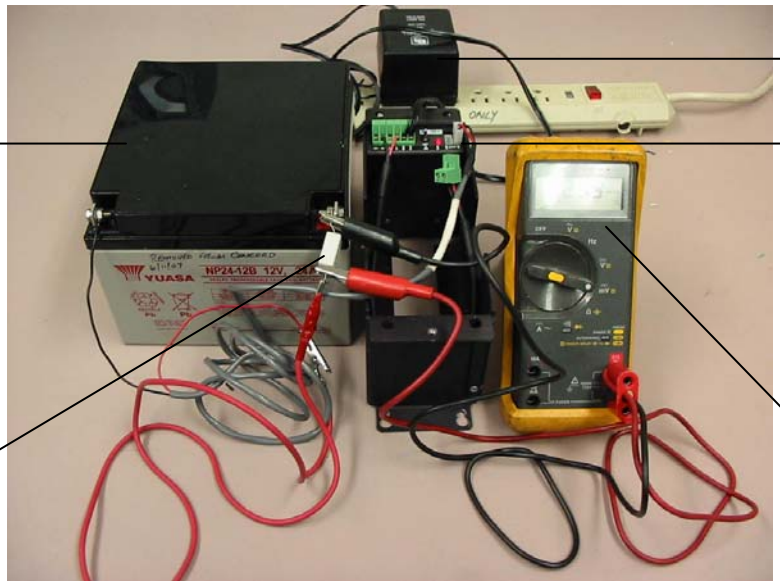

Figure 1: Charging Setup
3. If the battery was taken from a solar site, fully charge the battery (Figure 1). You may assume that the battery is fully charged if the charge current is 2 mA or less. To determine the charge current, connect the battery to the charger and attach a 0.1 ohm resistor (1/4W or greater) in-line at one of the battery terminals. The charge current can be found by measuring the voltage across the resistor and dividing by the resistor value (I = V/R). With a 0.1 ohm resistor, the charge current will be ten times the measured voltage.